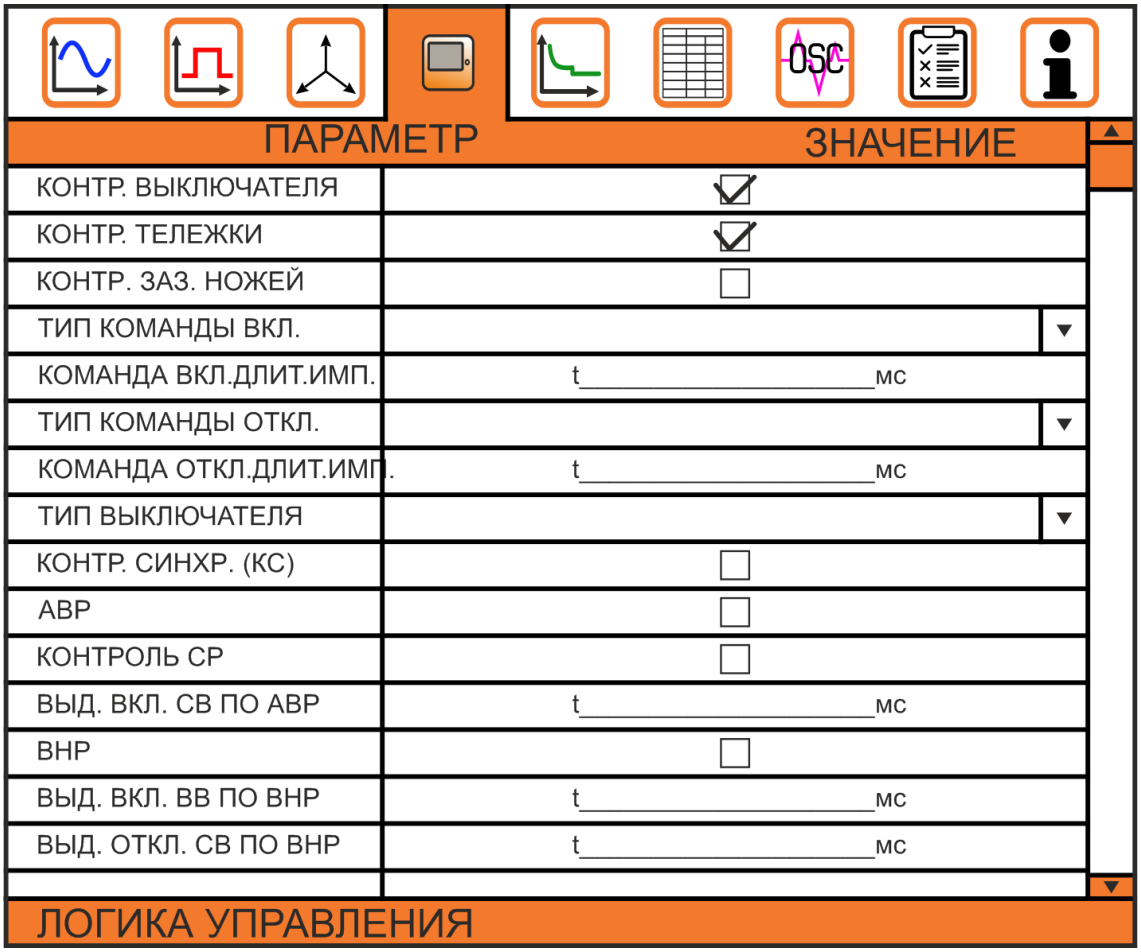

Рис. 2.4.15. Окно вкладки «Основные характеристики: Логика у правления»
2.4.8.3. Меню «**Логика управления**» (Рисунок 2.4.15).